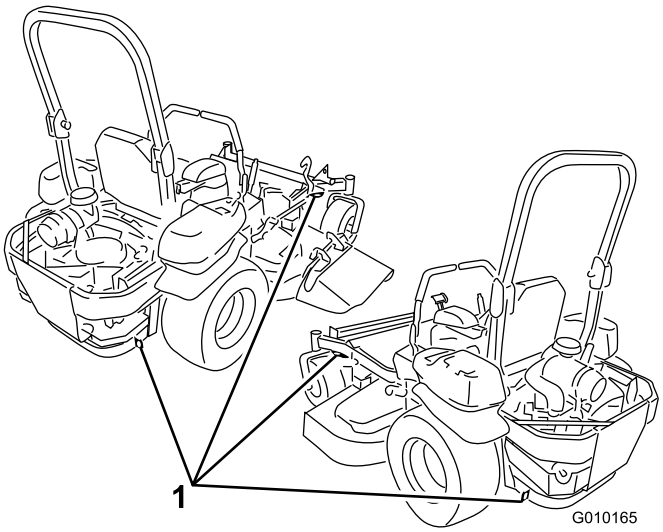

**Figuur 38**
5. Gebruik de metalen bindogen op de machine om de machine goed te bevestigen op de aanhangwagen of de vrachtwagen met banden, kettingen, kabels of touwen (Figuur 38).